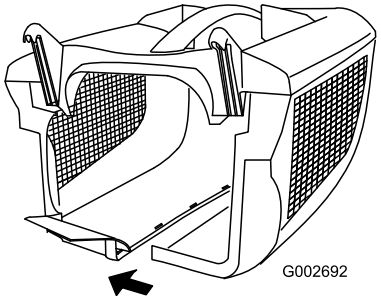

Figur 9
3. Börja baktill och rikta/skjut in de återstående spärrhakarna på sidodelarna (Figur 9).